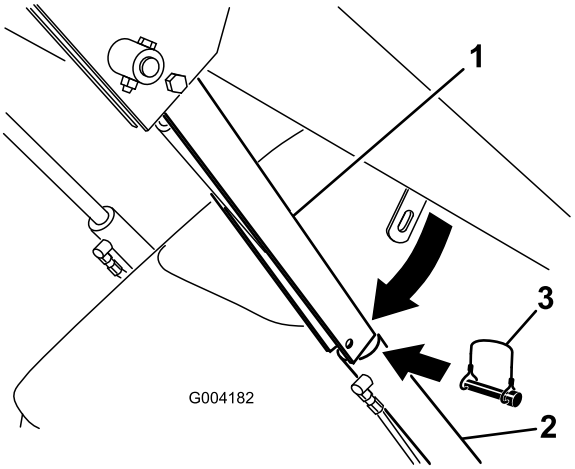

**Figur 23**
4. Ta bort hjulsprinten som håller fast cylinderlåset på lastarmen (Figur 23).
5. Sänk ner cylinderlåset över cylinderstaven och säkra den med sprintbulten och hårnålsfjädern (Figur 23).